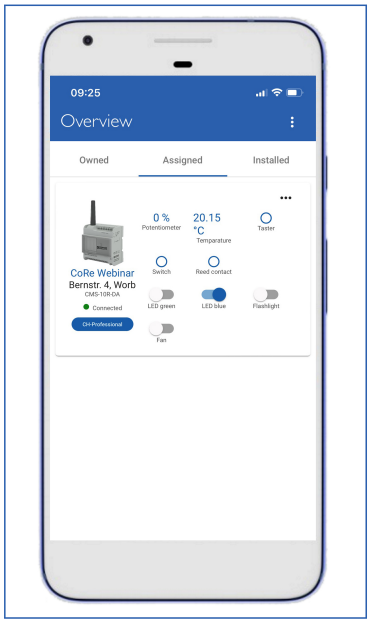

Figura 8.2: Panoramica dell'app.
1. Nella panoramica (Figura 8.2), toccare il riquadro del dispositivo a sinistra per aprirne la vista dettagliata.